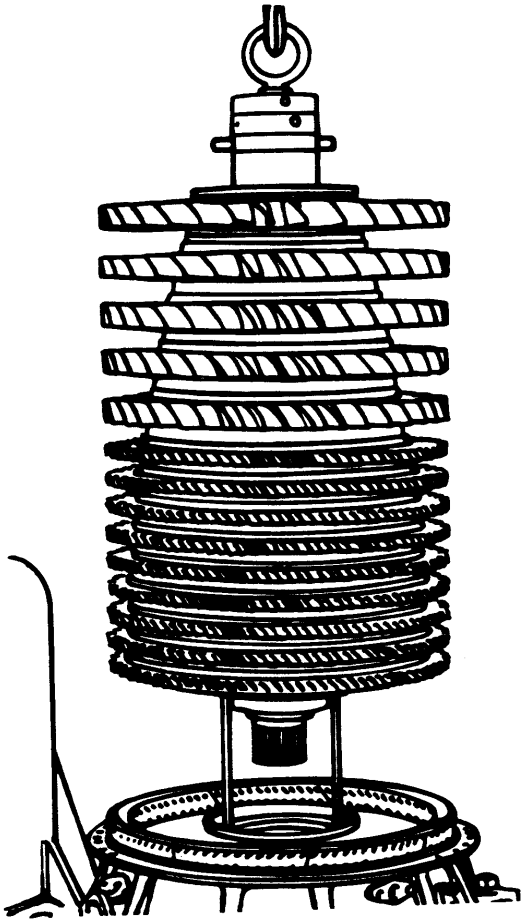

Figure 4. Installing Rotor Using 6796169 Guide Pins
g. Carefully lower rotor into the diffuser using guide pins. Ensure rear bearing locking key (10) and metal gasket (9) remain in place. (See figure 4.)